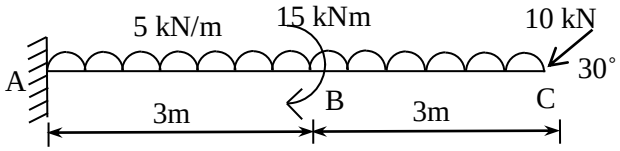

Fig. 1 Q: 2(a)
Q.2 **(a)** Draw shear force and bending moment diagrams for the beam shown in fig. 1 **07**